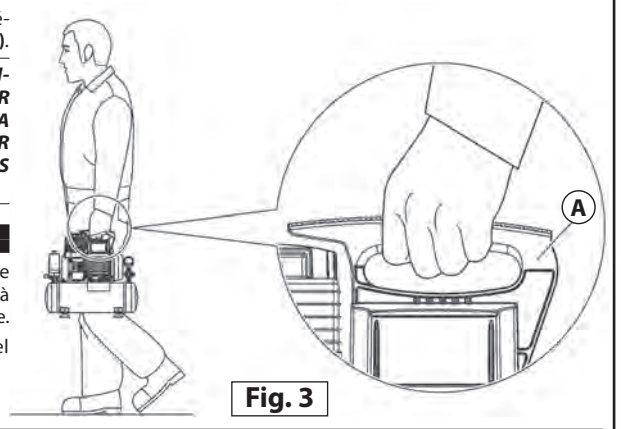

Fig. 3
La machine peut être transportée manuellement par un opérateur préposé en la prenant par la poignée **(Fig. 3 - Réf. A)**.
5) Connecter le tuyau de l'air (rallonge) au robinet rapide de sortie de l'air de la machine **(Fig. 3 - Réf. 7)**.